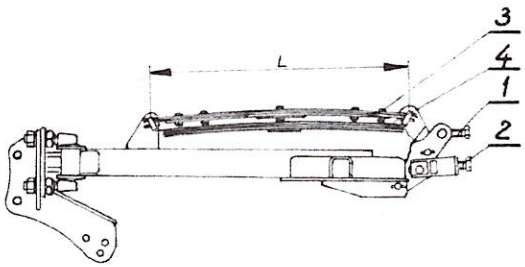

Rys. 16 Goleń z mechanizmem sprężynowym piórowym
Producent dostarcza pługi z ustawionym mechanizmem sprężynowo-dźwigniowym z ustalonym wymiarem L=700 mm (**Rys.16**). Aby prawidłowo zmontować mechanizm należy pług ustawić na równym podłożu. Poprzez śrubę **2** należy naciągnąć łącznik znajdujący się wewnątrz belki goleni zostawiając 3 mm szczelinę między wewnętrzną powierzchnią belki, a łącznikiem. Następnie śrubą 1 ustalić odległość między czopami sprężyny piórowej 3 na L=700 mm (**Rys. 16**). Dla ekstremalnie ciężkich warunków pracy zaleca się montowanie dwóch dodatkowych piór w celu zwiększenia siły na dziobie lemiesza.
- poluzować śruby mechanizmu dźwigniowego (poz. **1** i **2 Rys. 16**);